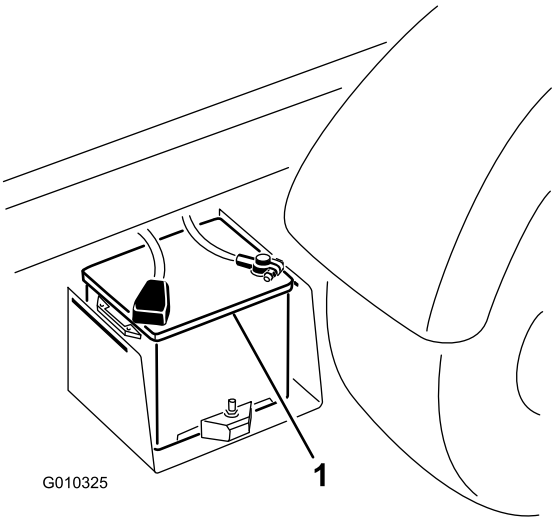

Figura 50
2. Collegate un cavetto portatile tra i poli positivi delle due batterie (Figura 50). Il polo positivo è identificato dal simbolo + sul coperchio della batteria.